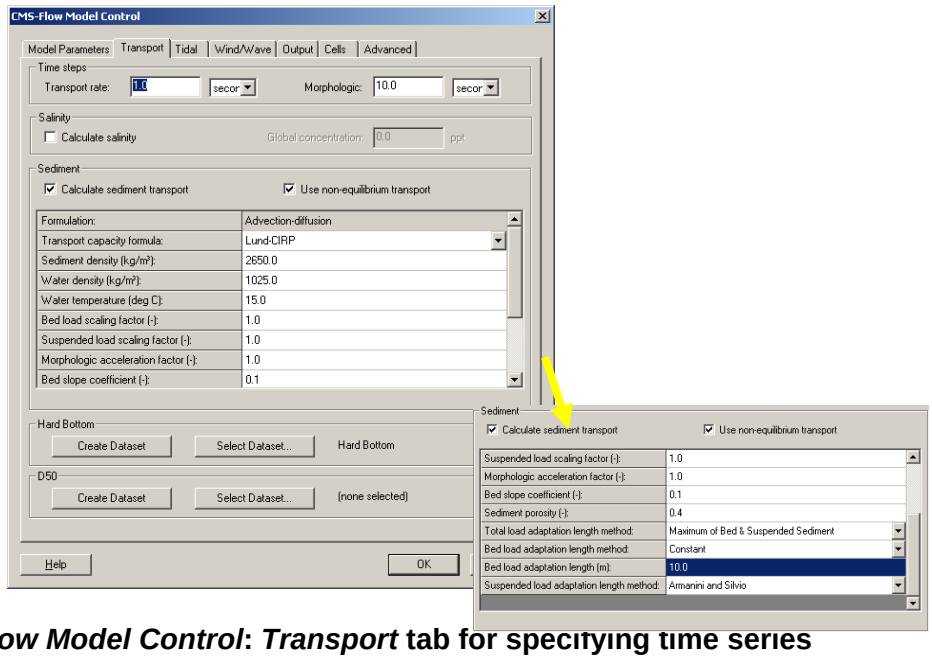

Figure 33. *CMS-Flow Model Control*: *Transport* tab for specifying time series output of CMS-Flow calculated datasets.
3. For *Transport Parameters*, change the *Transport rate* to 1.0 and the *Morphologic time* step to 10 seconds, check *Use non-equilibrium transport* and set the parameters as those in Figure 33,